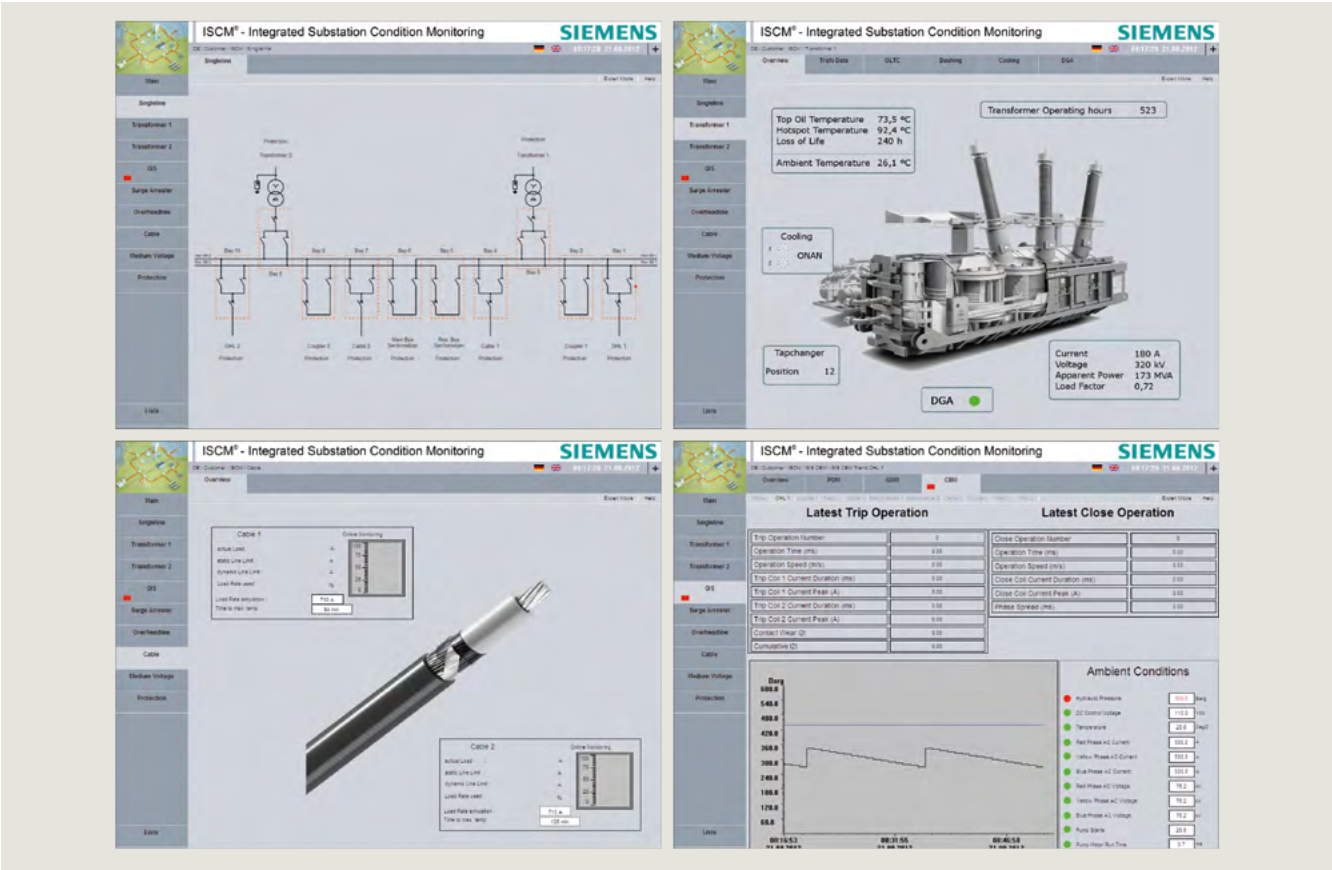

Fig. 6.6-28: ISCM – example of a central system for monitoring information
- Ampacity monitoring (fig. 6.6-28).